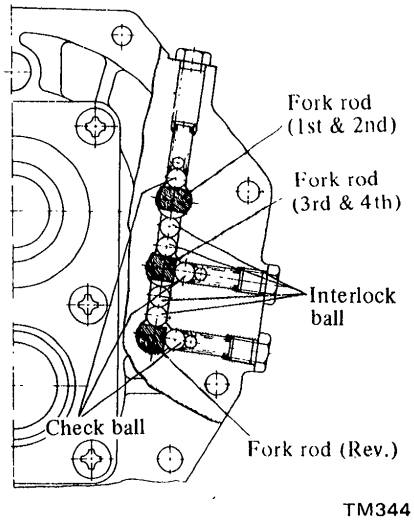

Fig. MT-13 Layout of check ball and interlock ball
2. Remove three(3) check ball plugs, and drive out fork rods from adapter plate by lightly tapping on the front end.
Be careful not to lose three(3) check balls and four(4) interlock balls. See Figure MT-13.